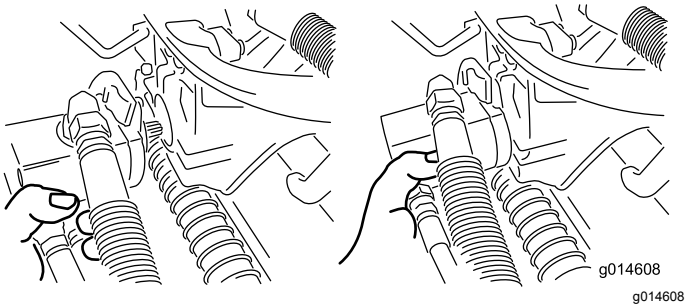

Figur 49
3. Flytta motorn till förvaringsutrymmet framför upphängningsarmen (Figur 49).